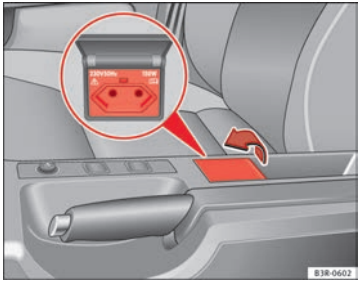

Fig. 137 Centre console: 230 volt socket
– Lift the cover to open ⇒ fig. 137.